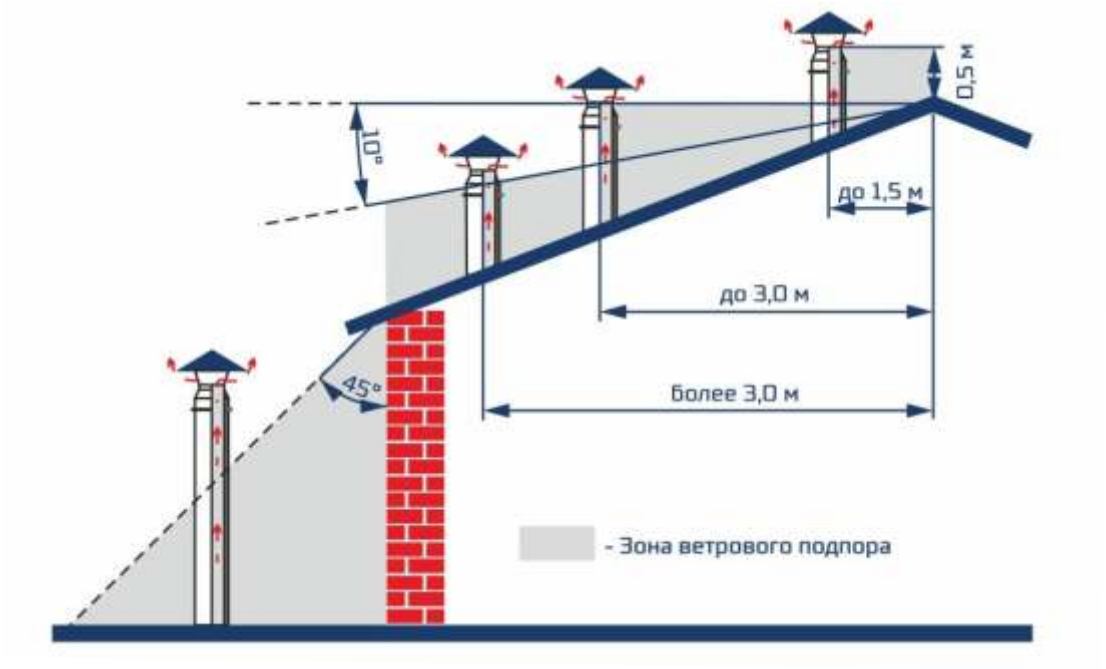

Рисунок 6. Вылет дымовой трубы в зависимости от конструкции кровли
18.15 Для получения нормального режима горения топлива и создания тяги необходимо иметь прямую дымовую трубу. В случае необходимости допускается прокладывать горизонтальные газоходы (борова) длиной не более 1,5 м. Высоту дымовой трубы над крышей (в зависимости от расстояния ее до конька крыши) рекомендуется выполнить как показано на рис. 6.